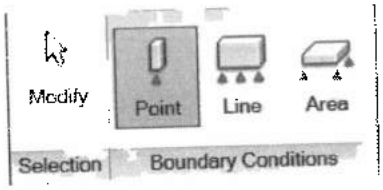

Рис. 44.20. *Лента Place Boundary Conditions при добавлении граничных условий*
2. На ленте **Analyze** (Анализ) в разделе **Boundary Conditions** (Граничные условия) нажать одноименную кнопку. Произойдет переключение на ленту **Place Boundary Conditions** (рис. 44.20).